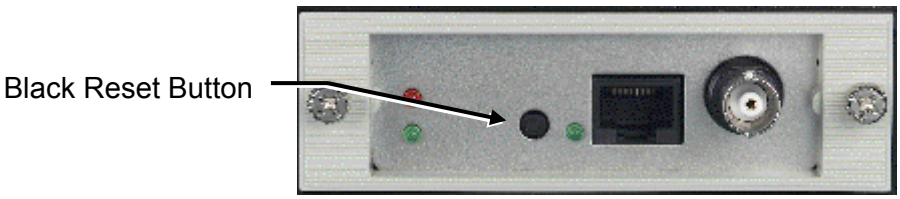

Figure 2.- Rear View of Printer Showing Network Card.
Middeck 12. Temporarily relocate Printer near MUP to permit holding Black Reset Button while powering on printer, Refer to Figure 2.
17. Press and hold Black Reset Button on back of printer. Refer to Figure 2. Hold button until prompted in step 19.